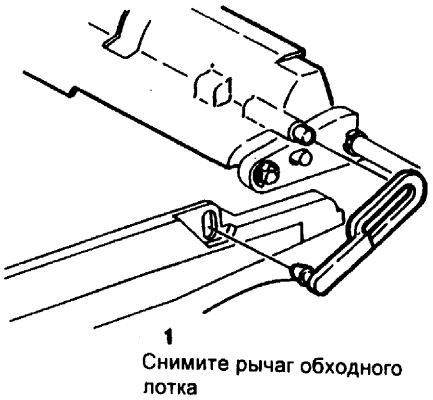

Рис. 2 Снятие рычага обходного лотка
5. (Рис. 2) Снимите рычаг обходного лотка.